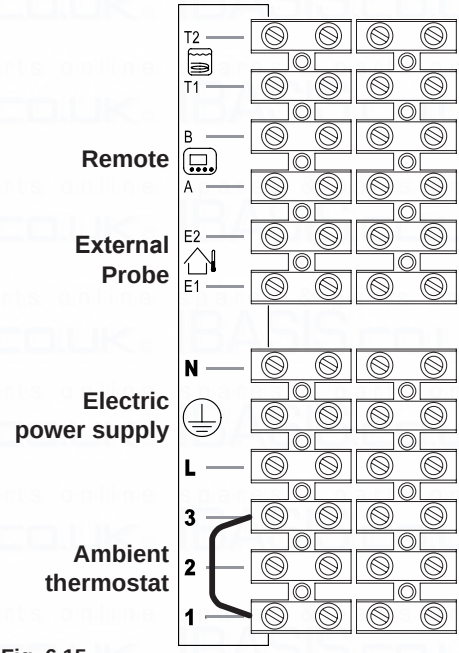
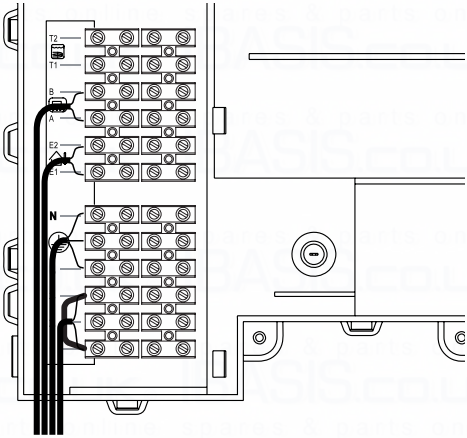
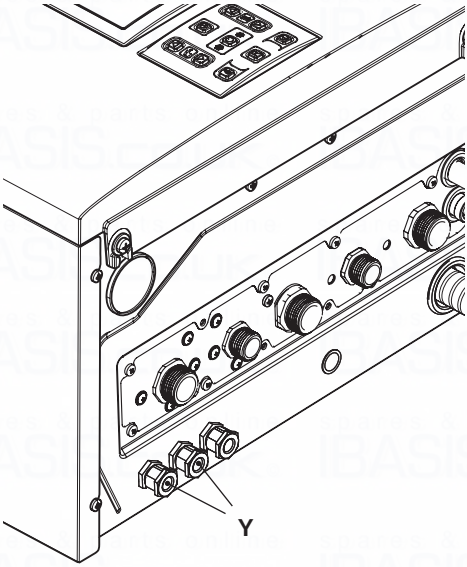

Fig. 6.15
Fig. 6.16
Fig. 6.17
- Connect the electric power supply cable coming from the fused spur isolation switch to the power supply terminal block of the boiler Fig. 6.15 keeping the same connections for the live (brown wire) and the neutral (blue wire). External 3A fuse or fused plug with same current rating is recommended.
The route of the boiler and ambient thermostat's electric power supply cable or wires must follow the route indicated in Fig. 6.16.
Allow the cables to exit the boiler by using the relevant cable clamps Y (Fig. 6.17).
Use the clamps indicated in Fig. 6.15 to connect the ambient thermostat.
Use the ambient thermostat's clamps indicated in Fig. 6.15 and Fig. 6.16. to connect the zone valve Insert the electric cables of the zone valve's micro switch contacts in clamps “1 and 3” of the ambient thermostat's terminal block as in Fig. 6.16.
The route of the boiler and ambient thermostat's electric power supply cable or wires must follow the route indicated in Fig. 6.16. Allow the cables to exit the boiler by using the relevant cable clamps Y (Fig. 6.17).
The route of the external probe's connection wires must follow the route indicated in Fig. 6.16.
The route of the remote control cable must follow the route indicated in Fig. 6.16.